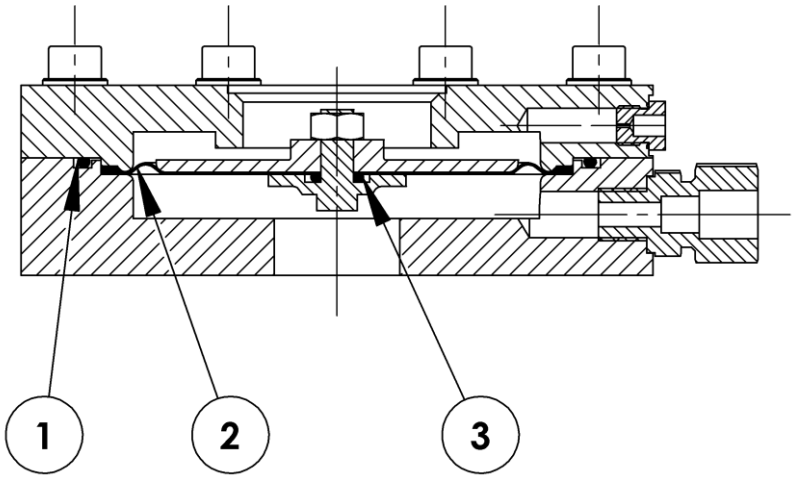

Abb. 16
Überprüfen Sie, ob der O-Ring (9), Abbildung 11, vorhanden ist und setzen Sie dann den unteren Membrankasten auf das Gehäuse (1). Ziehen Sie die vier Zylinderkopfschrauben über Kreuz an. Die Membran (2) (Baugruppe) mit O-Ring (1) in das Membrangehäuse einsetzen (siehe Abbildung 16). Setzen Sie nun den oberen Membrankasten auf und schrauben Sie acht Zylinderkopfschrauben (mit Unterlegscheiben) über Kreuz fest.